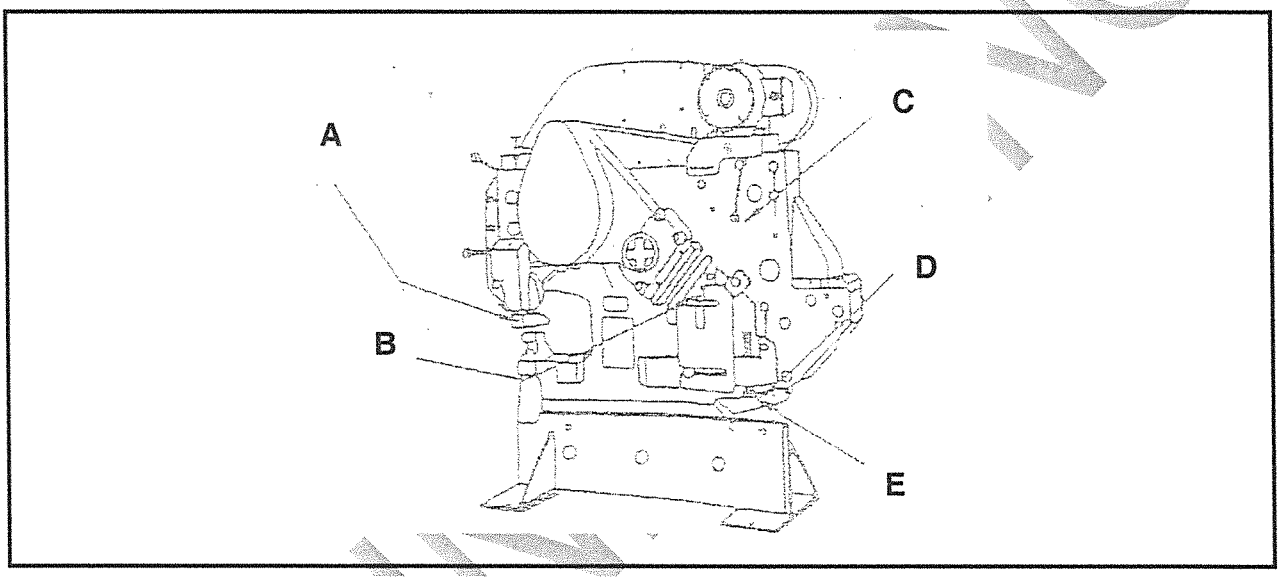

FIGURE 1
1.2 FIGURE 1 below shows the punching, shearing and cropping machine.